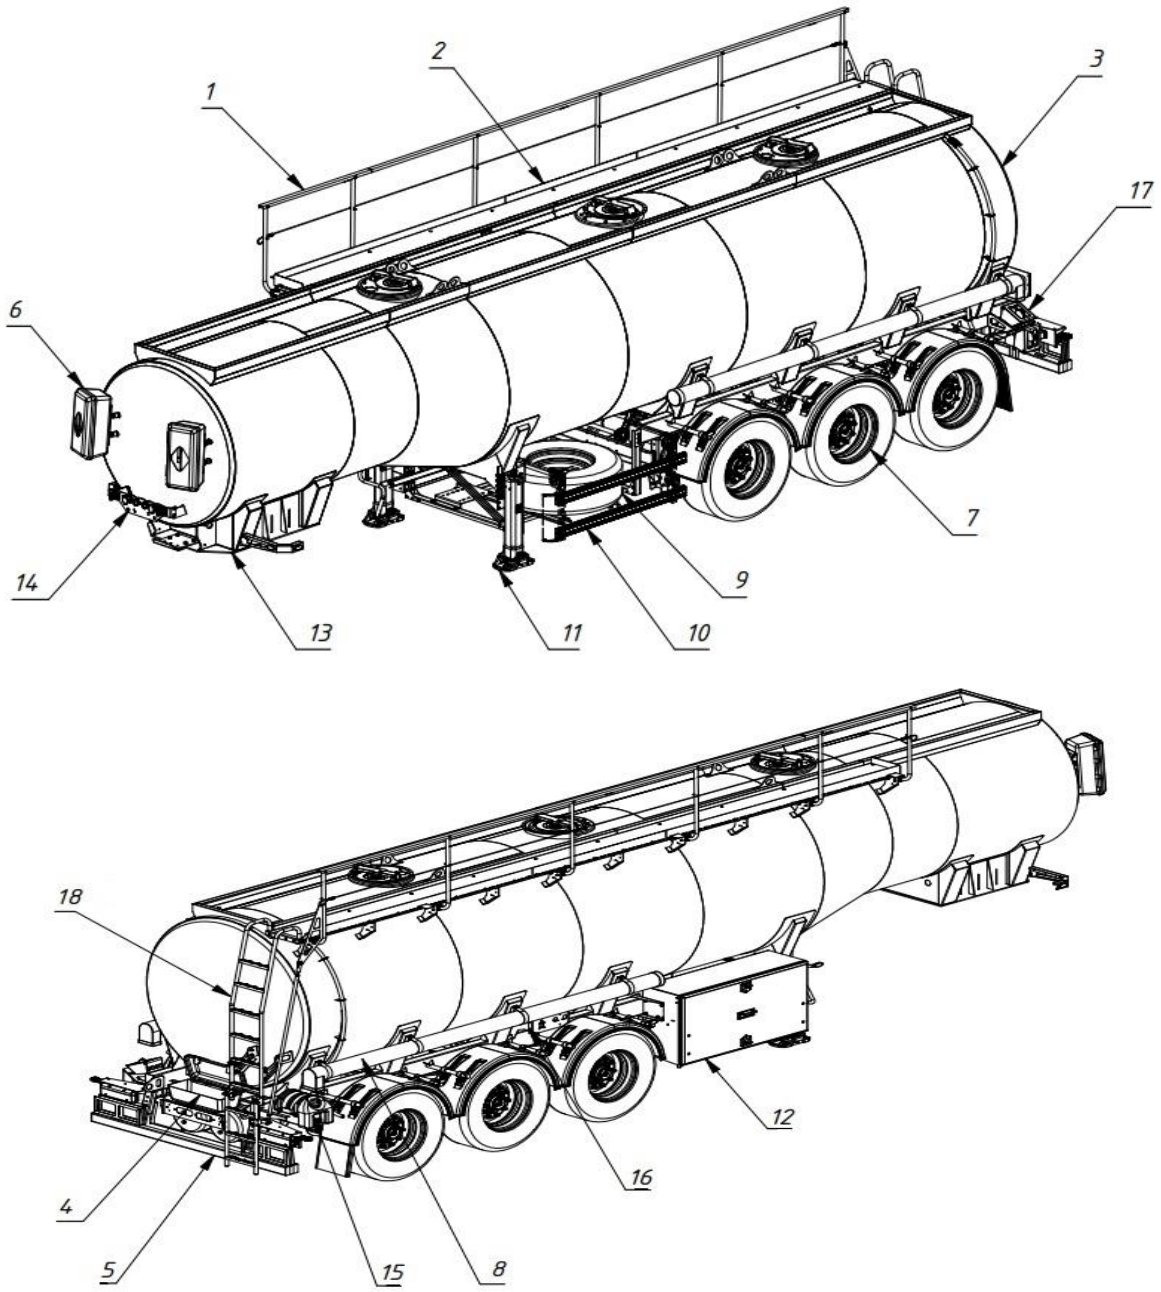

Рис. 2.1 - общий вид полуприцепа типа 928010 модификация 928010-01
Общий вид полуприцепа типа 928010 модификации 928010-01 представлен на рис. 2.1, типа 928111 модификации 928111-01 – на рис. 2.2.
Для обеспечения безопасной и удобной работы обслуживающего персонала на задней стороне полуприцепа расположена лестница (18), в верхней части расположен трап, состоящий из противоскользящего настила и подъемного ограждения (1) (см. рис. 2.1, 2.2).